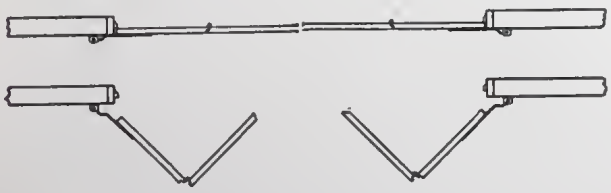

Fig. A-521-A—Floor plans of four-door "Slidetite" No. 1035 doorway showing, (1) doors closed, (2) doors partially opened.
Fig. A-521-B—Floor plans of four-door "Slidetite" No. 1035 doorway, showing (1) doors open parallel with side walls, (2) doors open parallel with front wall, giving absolute clearance from jamb to jamb.